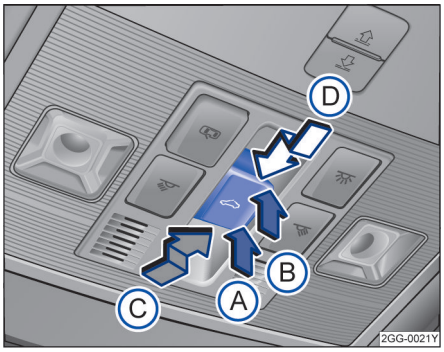

图 59 顶篷上的天窗控制按钮
按钮→图 59 设有 2 挡位置。1 挡位置：可完全打开天窗，或部分翻开天窗，打开或关闭天窗。
功能	操作方法→图 59
功能	操作方法→ 图 59
– 触发防夹功能后 5 秒钟内按压 按钮→ 图 59，沿箭头Ⓓ 方向将按钮保持在 2 挡位置，直至天窗完全关闭。